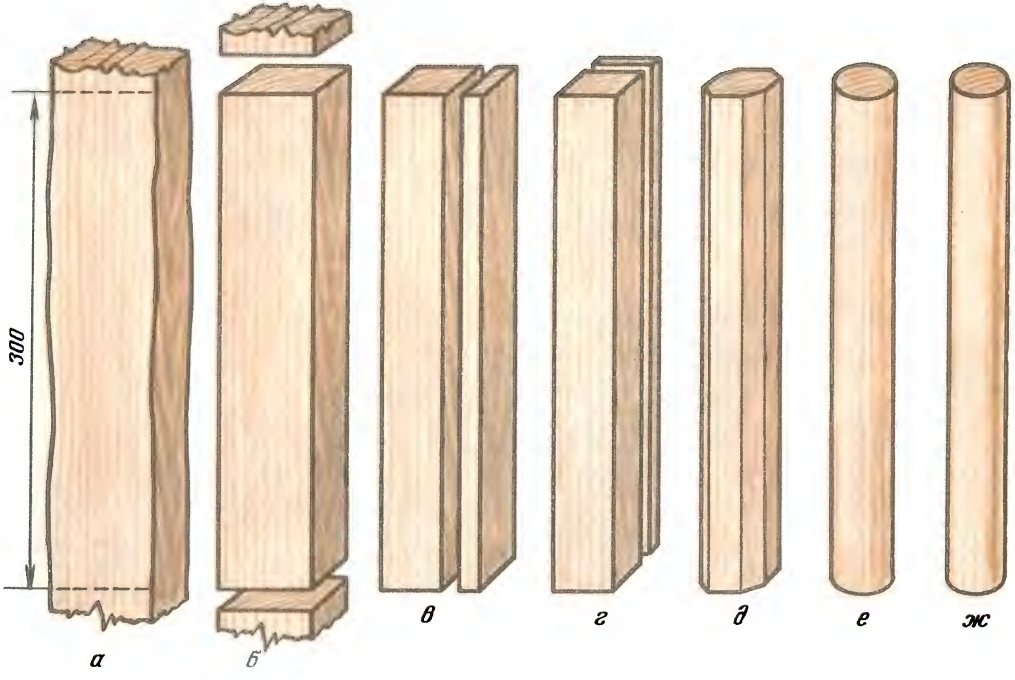

Рисунок 106. Предметная карта на изготовление круглой палочки.
1. Разметить длину заготовки (рисунок 106, *а*).
2. Отпилить заготовку нужного размера (рисунок 106, *б*).
3. Отколоть кусочек заготовки необходимой ширины (рисунок 106, *в*).
4. Отколоть заготовку по толщине (рисунок 106, *г*).
5. Срезать углы стамеской (рисунок 106, *д*).
6. Зачистить палочку напильником и шлифовальной шкуркой (рисунок 106, *е*, *ж*).